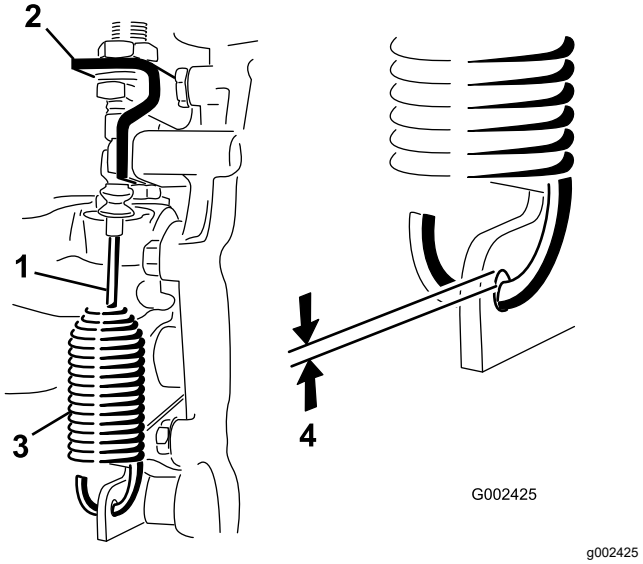

Figur 46
2. Lossa kontramuttrarna som håller fast differentiallåsvajern vid fästet på växellådan (Figur 46).